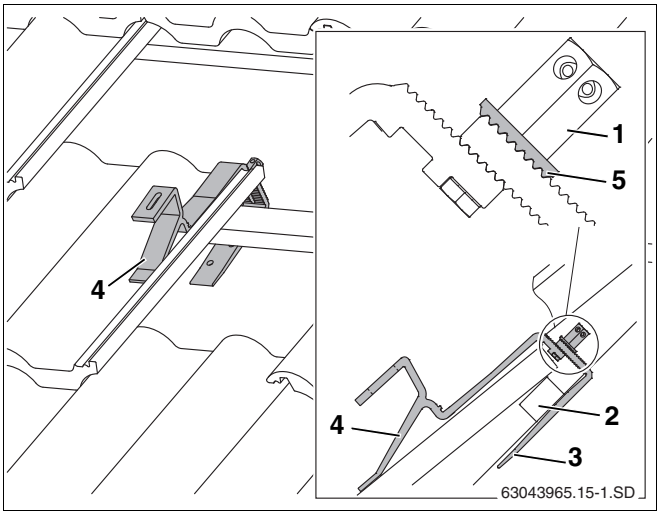

Рис. 13 Установленные кровельные крюки (для наглядности изображены не все элементы черепицы)
- Установите крюки так, чтобы передняя подпорка легла во впадину черепицы (рис. 13, **поз. 4**).
- Сдвиньте вверх нижнюю часть кровельного крюка (рис. 13, **поз. 3**) так, чтобы она прилегала к обрешетке крыши (рис. 13, **поз. 2**).
- Затяните высокие гайки (рис. 13, **поз. 1**). Для этого вставьте ключ SW 5 в отверстие гайки и поверните его.
Зубчатая подкладная шайба (рис. 13, **поз. 5**) должна войти в зацепление с нижней частью кровельного крюка.